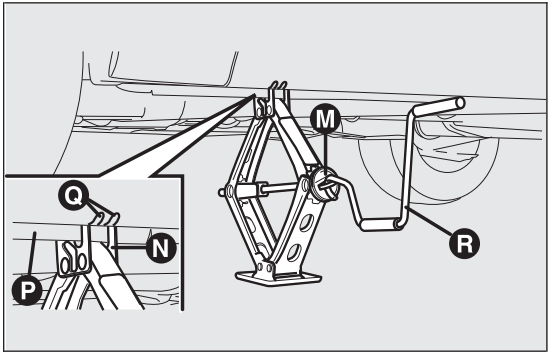

fig. 127 F0Q0395
❒ operate device M fig. 127 so as to extend the jack, until groove N on the upper part of the jack fits correctly into the lower profile P visible on the car body next to the indication Q (at approx. 72 cm from the centre of the front wheel or 75 cm from the centre of the rear wheel);
- ❒ fit handle R fig. 127 to operate the jack and raise the car until the wheel is a few centimetres above the ground;
- ❒ turn the jack handle R fig. 127 to lower the car and remove the jack;